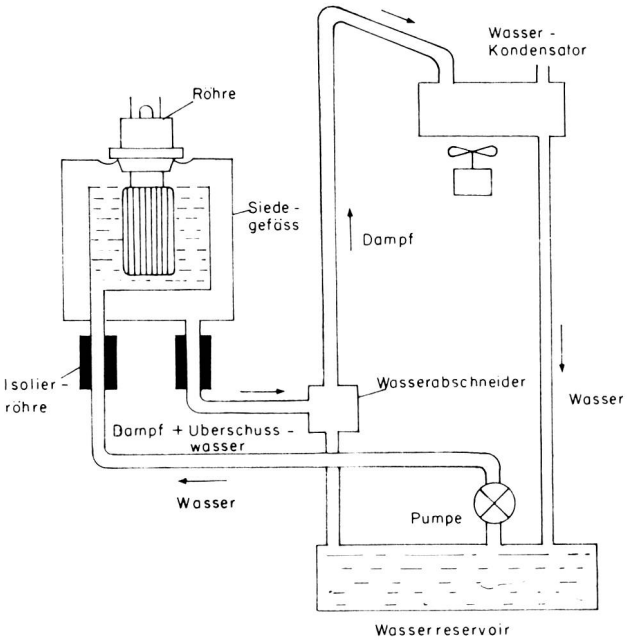

Fig. 7 Variante einer Siedekühlanlage, mit Wassereintritt und Dampfaustritt auf der unteren Seite des Gefässes (nach AEG-Telefunken).
2. Siedegefäss mit Kondenswassereintritt und Dampfaustritt unten, Anode unten (Fig. 7).